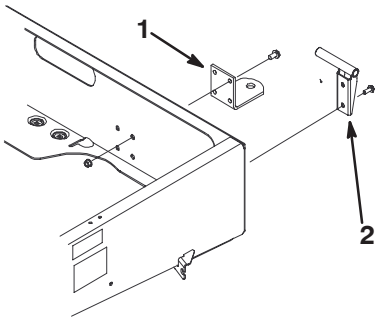

Figur 7
2. Monter det venstre aksebeslag på stellets bageste venstre hjørne med to flangeskruer (3/8 x 1 tomme). Placer beslaget som vist i figur 7.